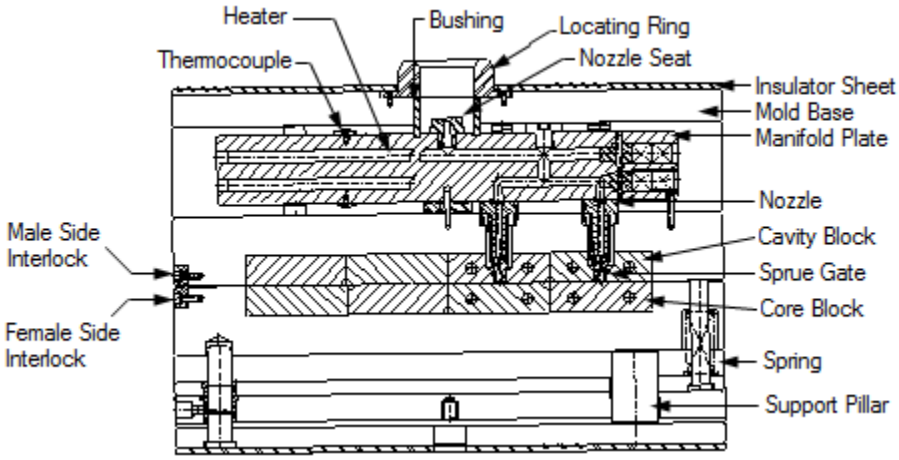

Figure 1-6 *The structure of hot runner mold*
6. Hot Runner Mold, refer to Figure 1-6